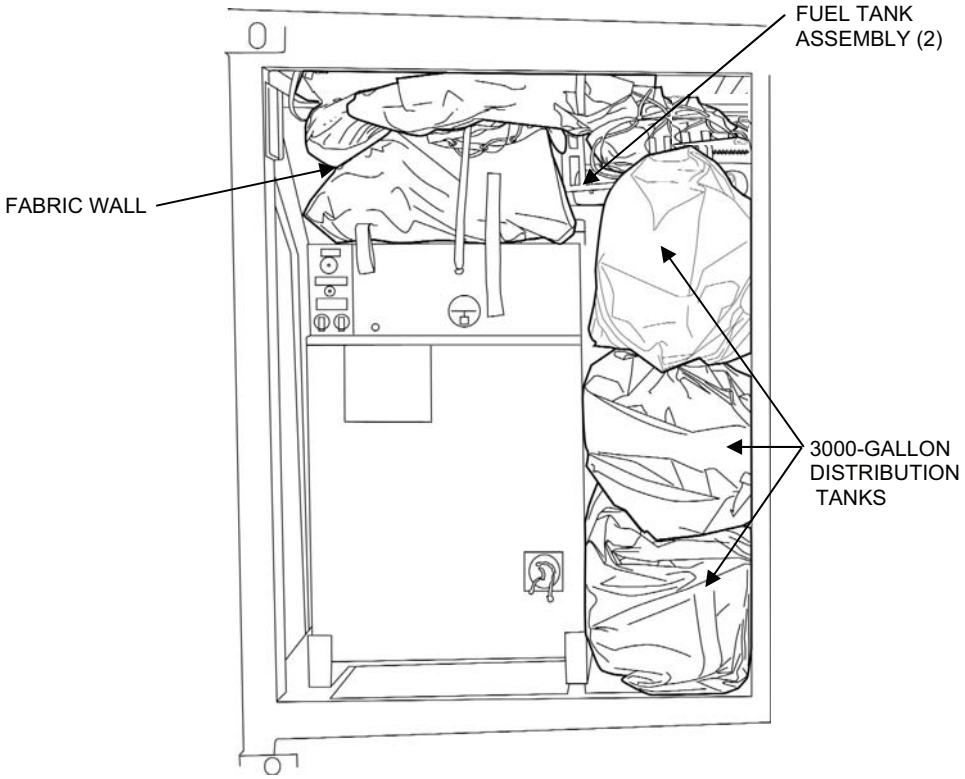

Figure 24. Generator Area Packout 2.
6. Pack a 3000 gallon tank behind the diesel pump skids (Figure 24).
11. From the rear and top, pack the following items beside and on top of the generator (Figure 24):